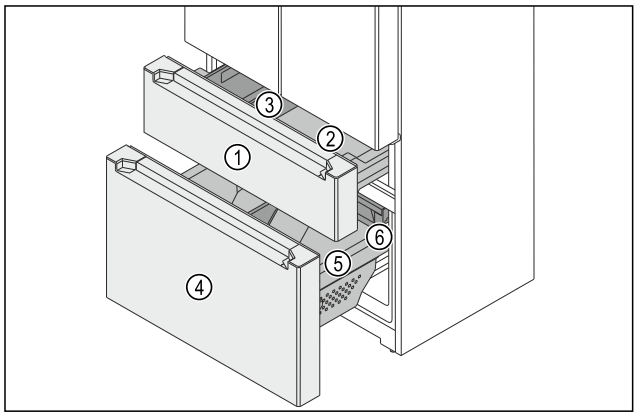

Fig. 149 Cărucior de extragere la congelator
(1) Cărucior de extragere superior
(2) Recipient
(3) FlexBox
(4) Cărucior de extragere inferior
(5) Recipient
(6) Sertar
Congelatorul constă din două trepte cărucioare de extragere. În căruciorul de extragere superior *Fig. 149 (1)* se află un recipient *Fig. 149 (2)* și o FlexBox *Fig. 149 (3)*. În căruciorul de extragere inferior *Fig. 149 (4)* se află un recipient *Fig. 149 (5)* mare și un sertar *Fig. 149 (6)*. Puteți extrage recipientele din căruciorul de extragere superior și inferior pentru curățare.